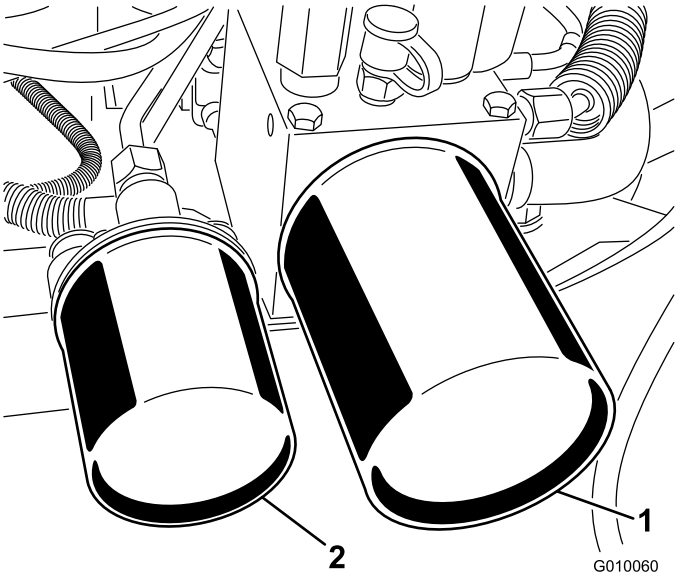

Figur 60
2. Plasser et tappefat under filtrene, fjern de gamle filtrene og tørk av filteradapternes pakningsflate (Figur 60).